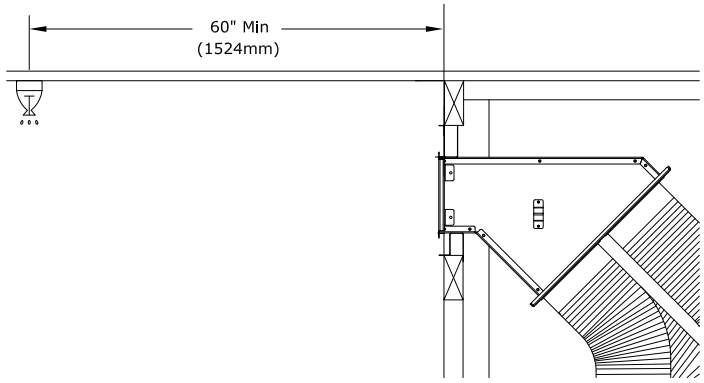

Figure 1.9 - Dégagement au gicleur
- La Figure 1.9 montre un kit KZK latéral, mais votre installation peut être légèrement différente.